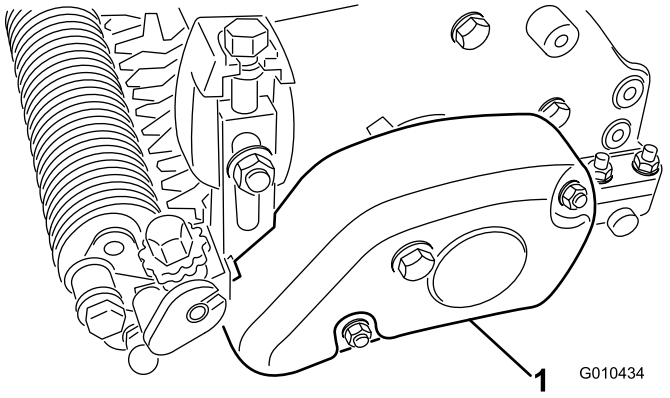

Figura 28
1. Rimuovete il copricinghia dall'alloggiamento del groomer (Figura 28).